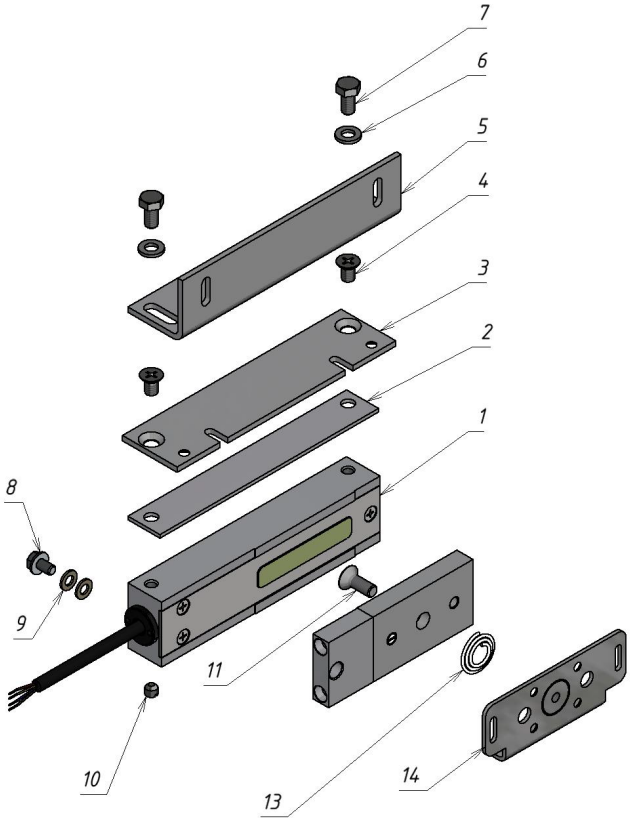
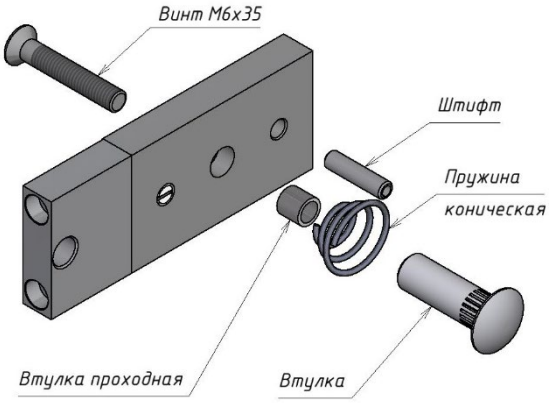

Рисунок 1 – Комплект поставки
Рисунок 2 - Комплект крепления якоря
4.1 В комплект поставки замка входят (рисунок 1):
- корпус М20 (1) ..... 1 шт.
- планка узкая М20 (2) ..... 1 шт
- пластина М20 (3) ..... 1 шт.
- винт М6х10 потайн. (4) ..... 2 шт.
- угольник М20 (5) ..... 1 шт.
- шайба 6 (6) ..... 2 шт.
- болт М6х12 (7) ..... 2 шт.
- винт заземления М5х8 (8) ..... 1шт.
- шайба 5 (латунь) (9) ..... 2 шт.
- винт-заглушка М6х6 (10) ..... 2 шт.
- винт М6х16 (потайн.) под ключ S4 (11) ..... 1 шт.
- якорь М20 (12) ..... 1 шт.
- пружина коническая (13) (из комплекта крепления якоря) ..... 1 шт.
- кронштейн якоря М20 (14) ..... 1 шт.
- комплект крепления якоря (рисунок 2) ..... 1 шт.
Замок состоит из корпусной части и якорной части (рисунок 1). Для обеспечения эксплуатационных характеристик рабочие поверхности корпуса и якоря должны быть совмещены и плотно прилегать друг к другу при закрывании двери.
Корпус замка может крепиться при помощи угольника (5) или через монтажную пластину (3) (рисунок 1). Если позволяет конструкция места монтажа, допускается крепление непосредственно через крепежные отверстия в корпусе замка (резьба М6), длина винтов в этом случае определяется по месту, при этом в тело корпуса винты должны входить не более чем на 8мм.
- с помощью комплекта крепления якоря с отверстиями в двери для винта крепления якоря и фиксирующего штифта (рисунок 2);
- без отверстий в двери, с помощью монтажной пластины крепления якоря (12) (рисунок 1).